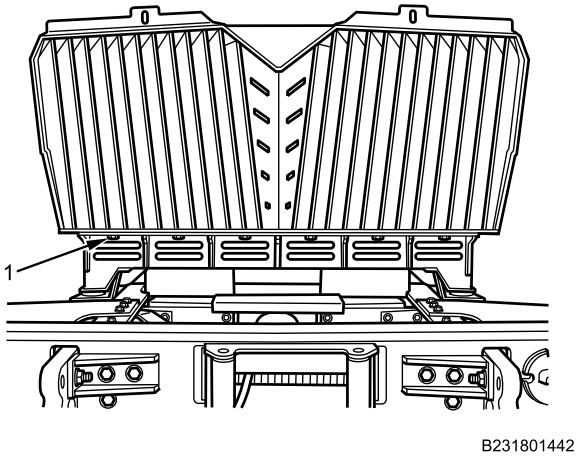

Figure 2. Lower Mounting Bolts.
3. With assistant, take up slack in lifting sling and remove six bolts (Figure 2, Item 1) from armor grille. Remove grille with lifting device.